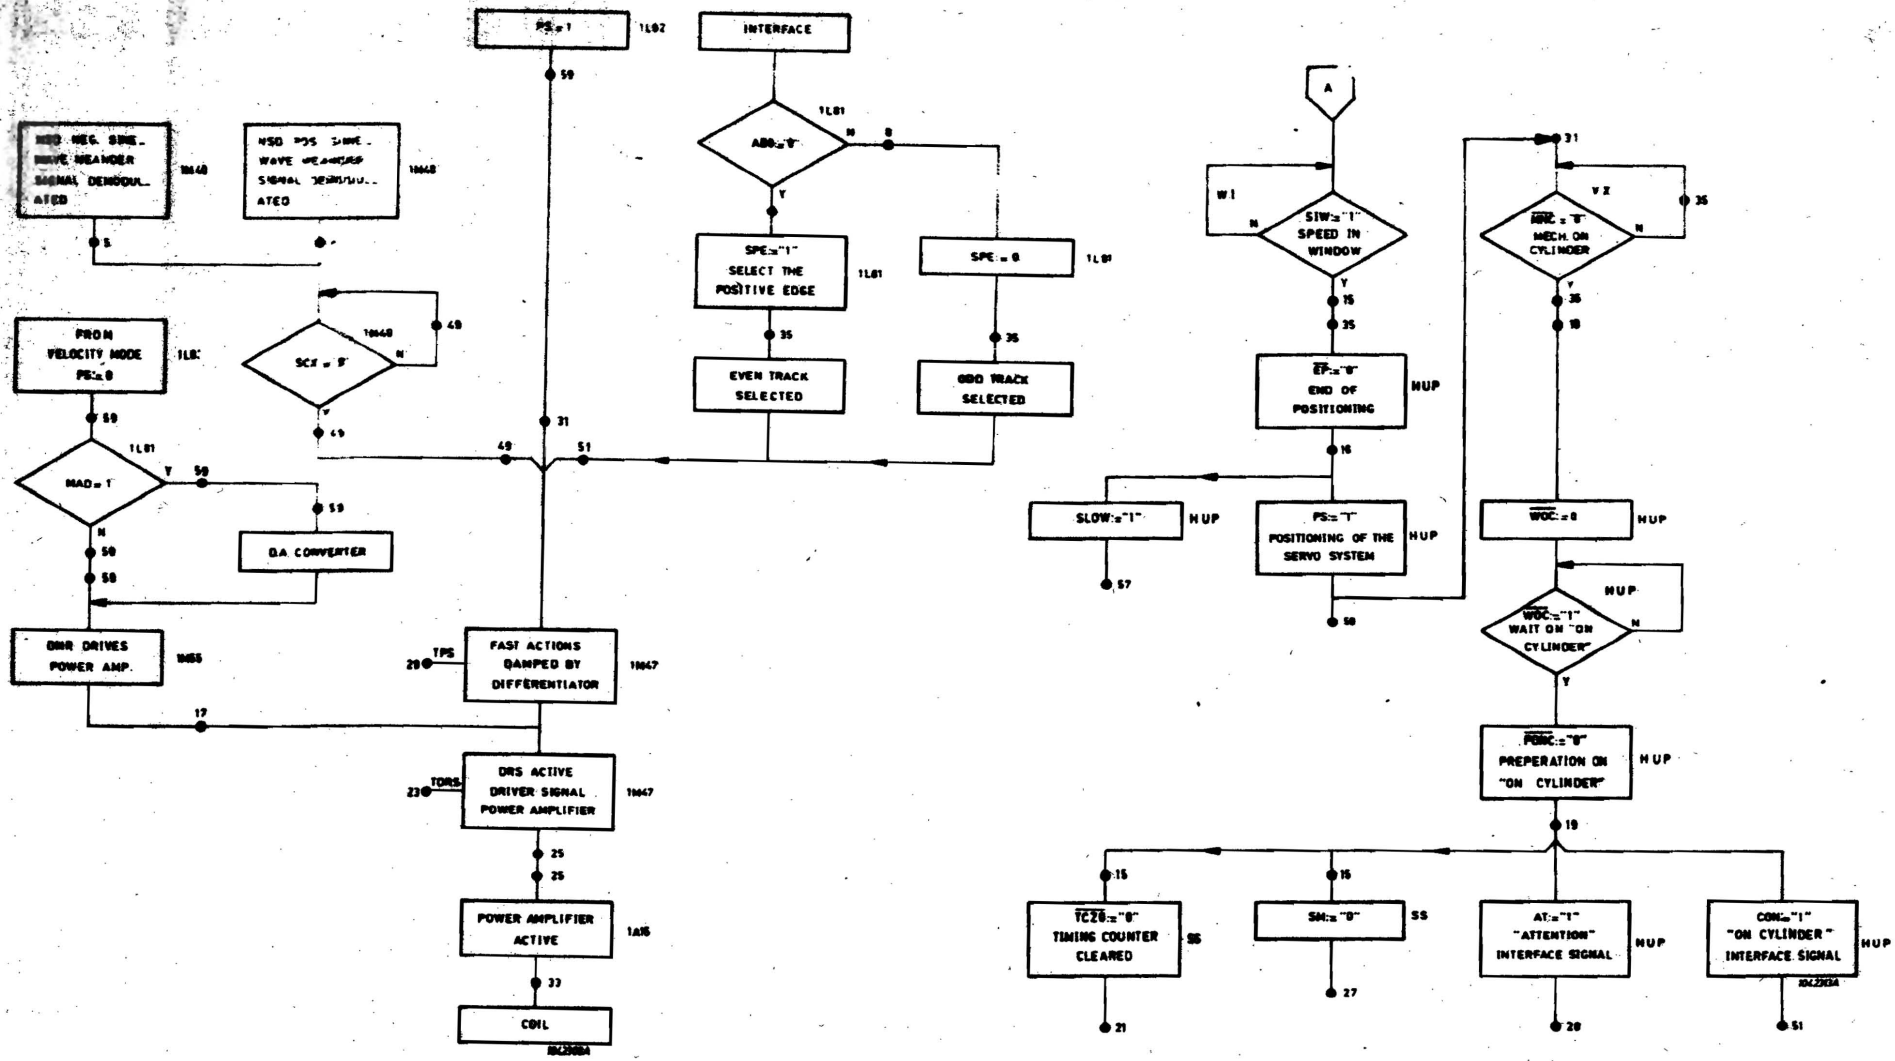

Fig. 3-24 Positioning and Place Positioning Mode.
7.6 PLACE POSITIONING (Figure 3-24)
7.7 POSITIONING MODE (Figure 3-24)